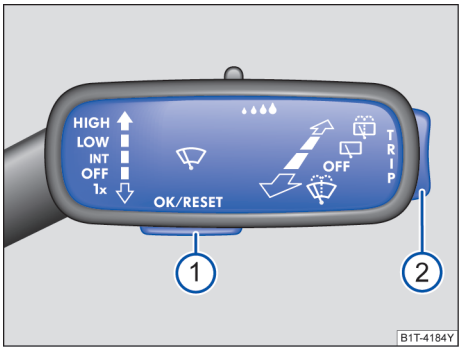

图 151 Taxi 车型车窗玻璃刮水器操作杆：操作车前测距监控系统
长按车窗玻璃刮水器操作杆上的→图 151②上端按键，仪表中会出现菜单选项，然后通过短按→图 151②上端按键 和 →图 151②下端按键切换菜单，直到出现 **辅助驾驶** 的菜单选项，然后按下 →图 151① RESET 按键，仪表中出现 **前部辅助** 选项，然后再次按下 RESET 按键，就可以关闭或者激活该系统。